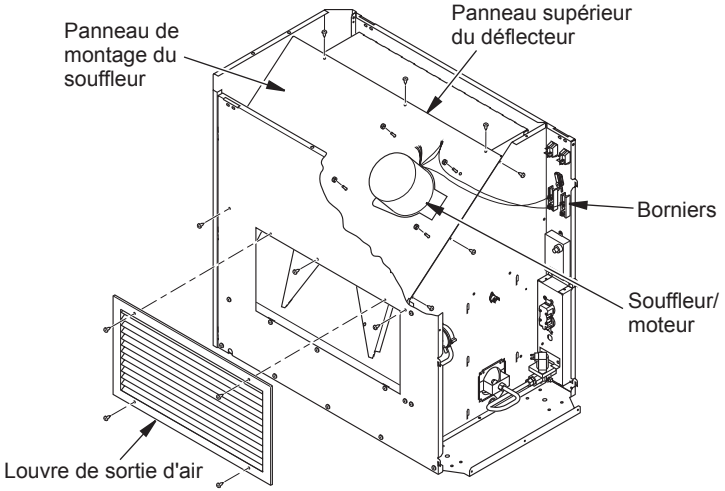

Figure 11 - Retrait de l'assemblage moteur-souffleur
2. Enlevez les 4 vis qui retiennent la louvre de sortie d'air au panneau avant (voir figure 11, page 15).
4. Enlevez les 9 vis qui retiennent le panneau de montage du souffleur (voir figure 11, page 15). Pliez le panneau supérieur du déflecteur vers le haut et soulevez délicatement l'assemblage en entier hors de l'appareil de chauffage.